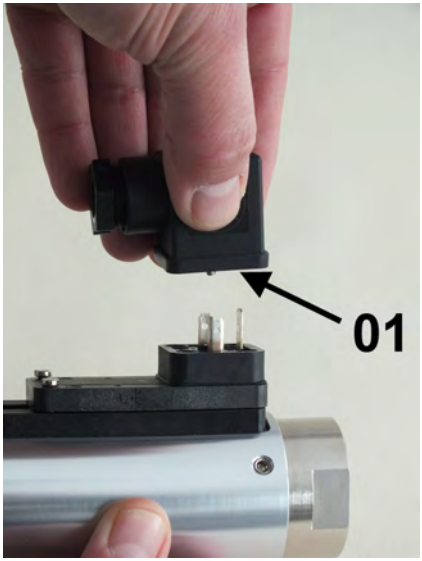

Abb. 23: Steckerdose abziehen
2. Ziehen Sie die Steckerdose (Abb. 23/01) ab